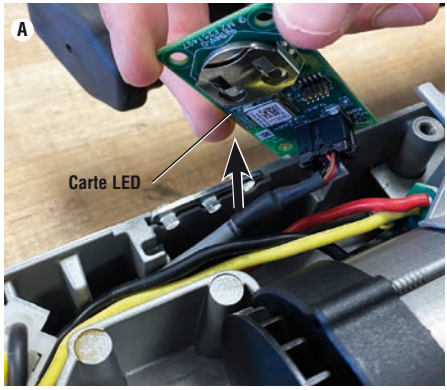
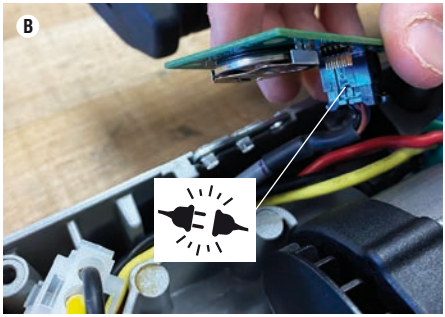

**Figure 3A – Levage de la carte LED**
**Figure 3B – Déconnexion de la carte LED**
3. Soulever la carte LED *(voir Figure 3a)*, débrancher le connecteur (voir la Figure 3B) puis retirer la carte de LED.